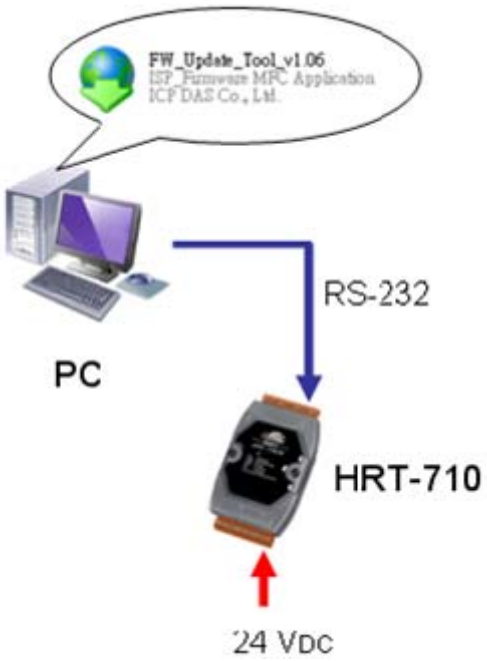

Figure 4-2 RS-232 Connection between PC and HRT-710
(3) Connect RS-232 cable between PC and HRT-710 and turn on the power of HRT-710 (LED 1,2,3 will flash every second => Firmware Update Mode) like Figure 4-2.